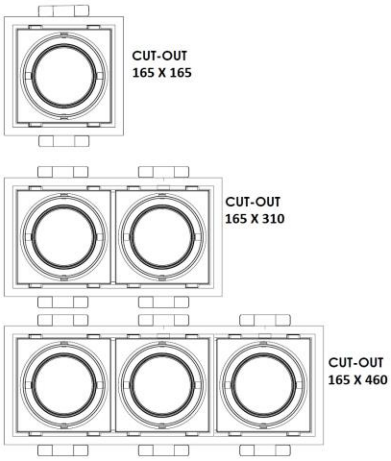

fig.2
2. Cut a rectangular cut out in ceiling as per the sizes from fig2.